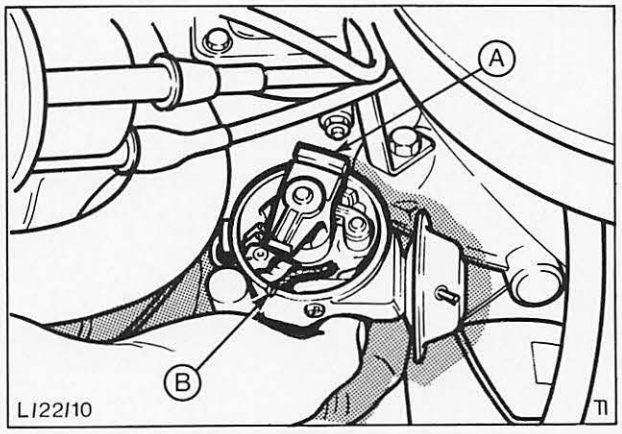

Abb. 42 Markierte Lage des Verteilerläufers gegenüber Verteilergehäuse
6. Halteschraube unten am Verteiler entfernen, Verteiler herausziehen und Lage des Verteilerläufers am Verteilergehäuse anzeichnen Abb. 42.
7. Sicherstellen, daß Kurbelwelle auf OT-Markierung 1. Zylinder steht und der Verteilerläufer zur vorher angebrachten Markierung am Verteilergehäuse zeigt. Verteiler einschieben und Halteschraube der Befestigungsklemme beidrehen, Abb. 42.